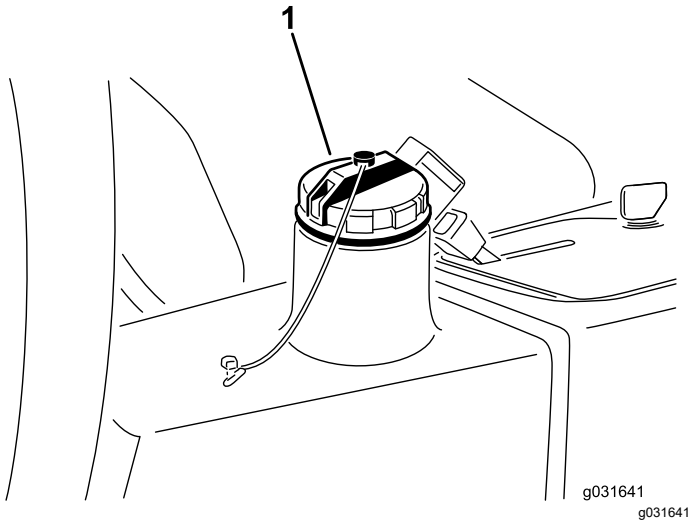

Figura 64
2. Pulite attorno al collo del bocchettone e del tappo del serbatoio idraulico (Figura 64).
3. Togliete il tappo del serbatoio idraulico (Figura 64).